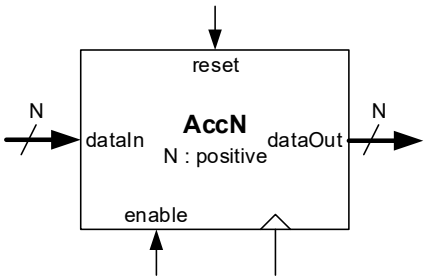
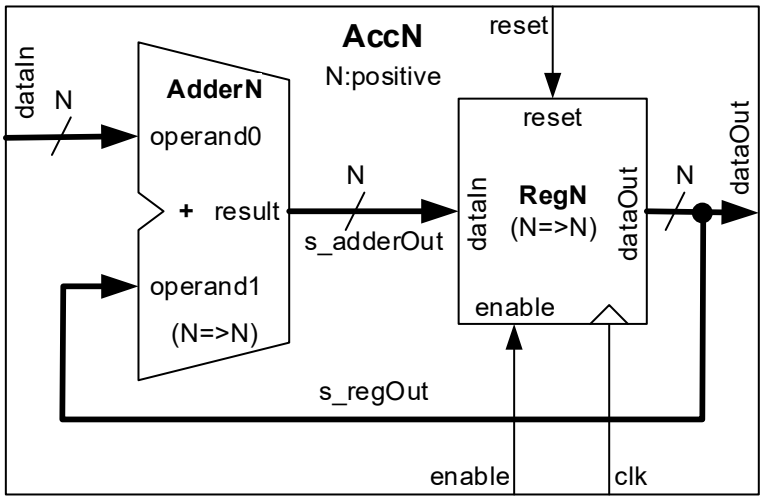

Figura 4 – Interface do módulo "AccN".
Figura 5 – Instanciação e interligação dos módulos “AdderN” e “RegN” para construção do “AccN”.
4. Crie em VHDL um ficheiro, chamado "AccN.vhd" de forma a construir um acumulador parametrizável de N bits, cuja interface está representada na Figura 4. A interligação do somador "AdderN" e do registo "RegN" de forma a construir o acumulador é apresentada na Figura 5. O parâmetro "N" declarado na entidade "AccN" deve ser propagado para o somador e para o registo nas respetivas instanciações em VHDL com a construção **`generic map`**.